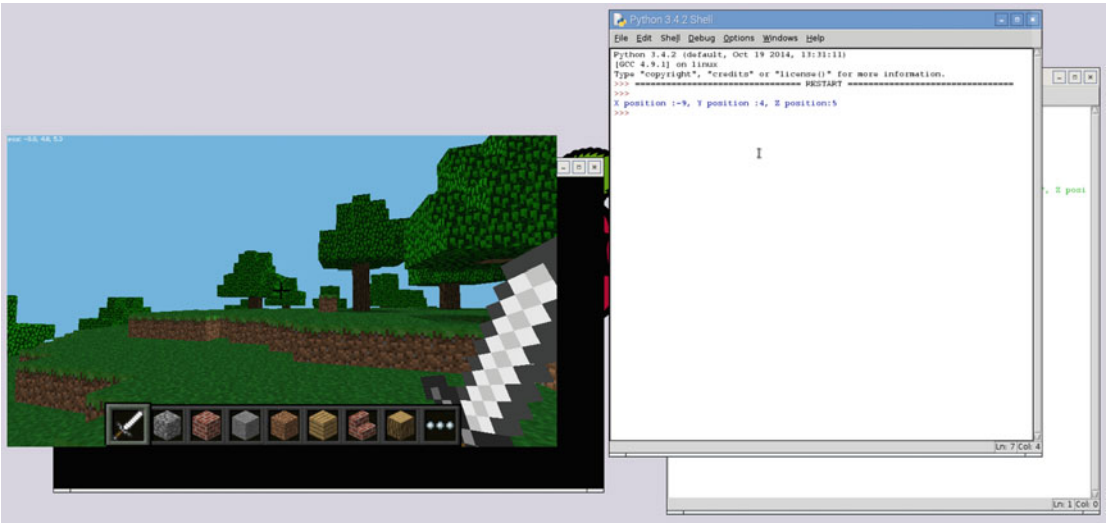

Figure 9-2. *Finding your location in Minecraft*
- The Z position is the latitude (north-south position). As the character moves north, z decreases. Moving south causes the value of z to increase. This is relative to the starting position of the character. The output to the print statement is shown in the IDLE run window, as shown in Figure 9-2.